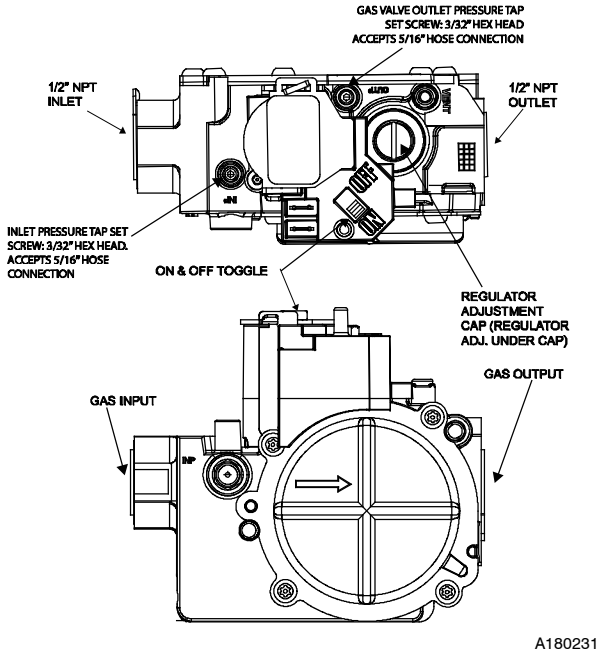

Fig. 37 - Gas Control Valve
b. Loosen set screw on inlet tower pressure tap no more than one full turn with a 3/32 in. hex wrench. (See Fig. 37)